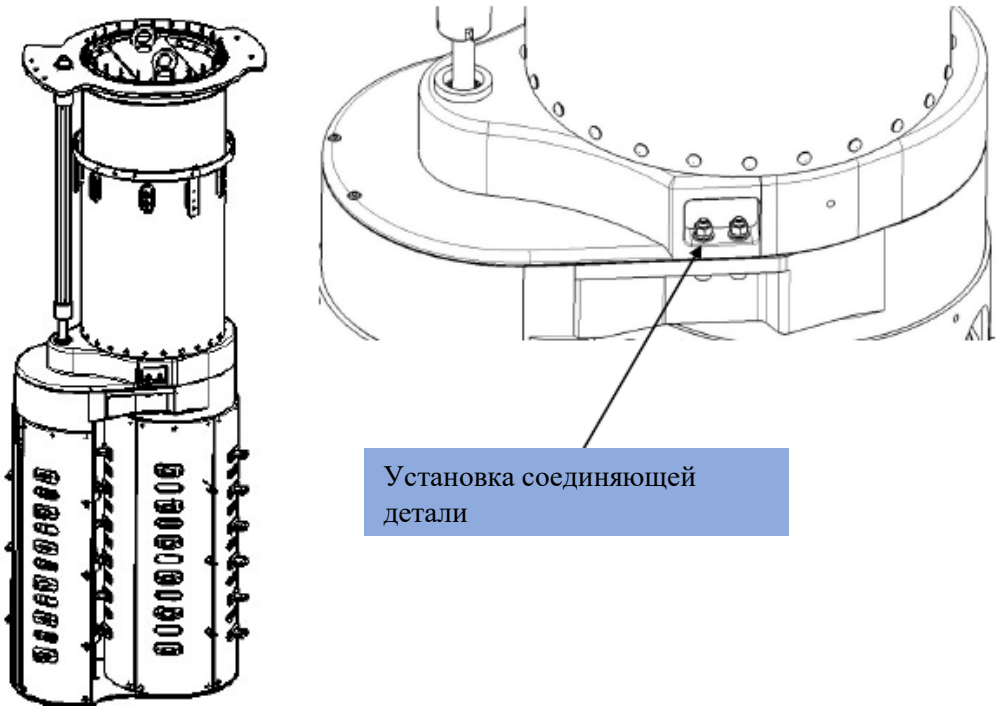

Рис. 11. Схема соединения воздушной камеры контактора и избирателя
4. Осторожно поставить воздушную камеру контактора на верхнюю часть избирателя (см. рис. 11).
6. Проверить правильность положения воздушной камеры контактора с монтажным отверстием для избирателя, извлечь крепежную деталь из ящика арматур № 1 в упаковочном ящике избирателя, выполнить соединение (см. рис. 11) с моментом затяжки от 50-60 Н*м.